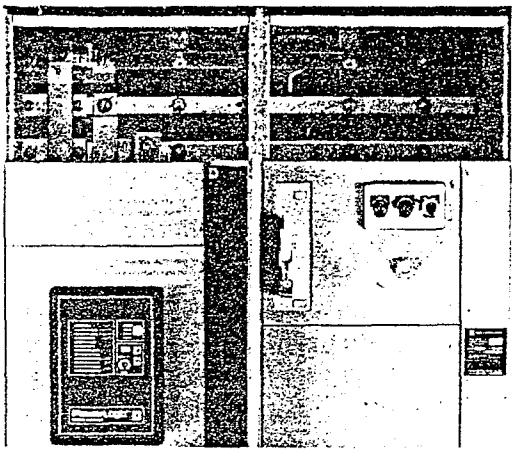

Figure 27: Top-located main lug compartment
5. Check, and tighten if required, all main lug set screws holding incoming conductors in main lugs (figure 27). Using a torque wrench and a 3/8" allen bit, torque the lug set screws to 375 lb-in (42.21 N•m). This applies to both aluminum and copper conductors.